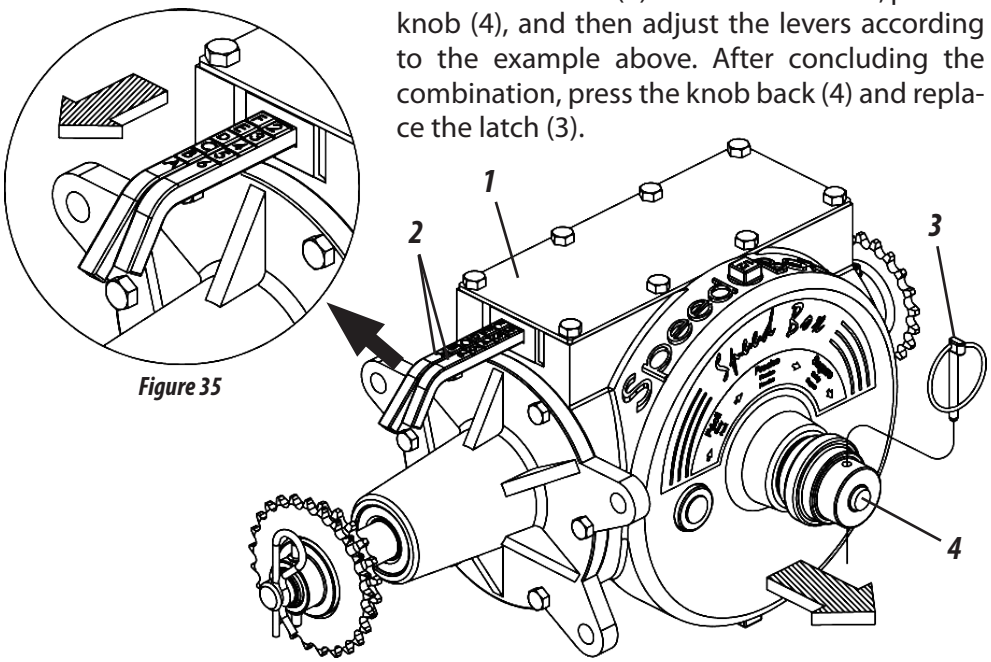

Figure 35
SPEED BOX (FIGURE 35)
1- Select the desired amount from the tables and verify the corresponding lever combination (2). **Example:** Position **F2** on the table, indicates that the letter lever must be in the **"F"** (Fertilizer) position and the number lever must be in the **"2"** position, **as shown in figure 35.**
ADJUSTMENT FOR SPREADING FERTILIZER (FIGURE 35)